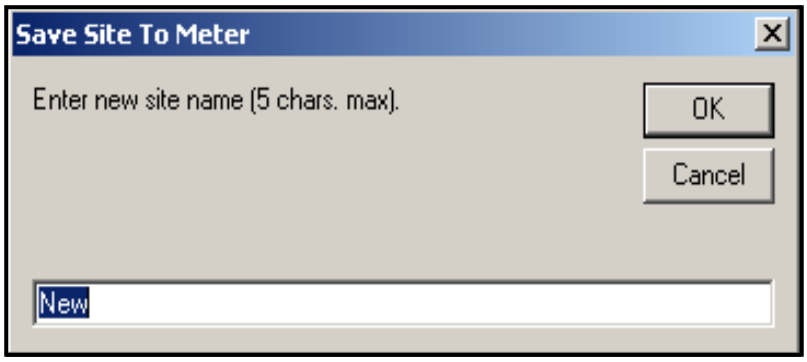

Figure 32: Site Name Entry Window
2. A window opens similar to *Figure 32*. Enter the desired name, and click [OK].